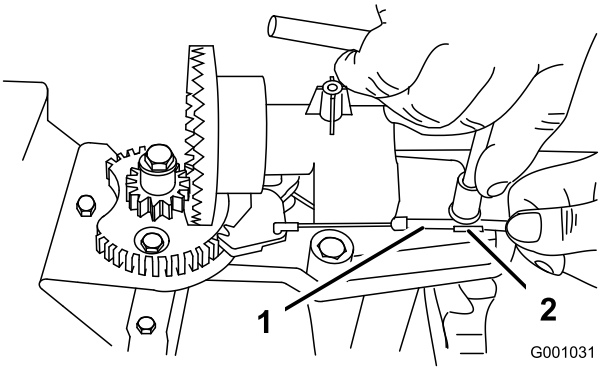
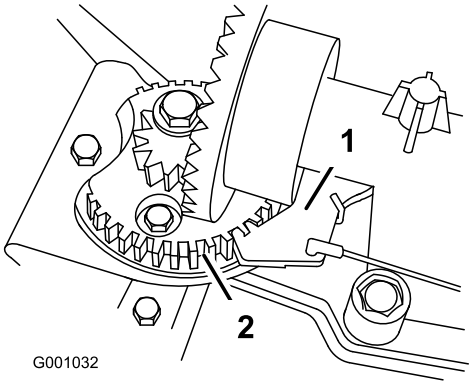

**Figur 55**
**Figur 56**
2. Lossa bulten på kabelklämman (Figur 55).
3. Ta tag i kabelledningen och för den mot maskinens främre del tills spärrhaken på utkastaren helt hakar in i kugghjulets kuggar (Figur 55 och Figur 56).
**Obs:** Spärrhaken är fjäderupphängd och rör sig in i kuggarna på kugghjulet av sig själv (Figur 56).